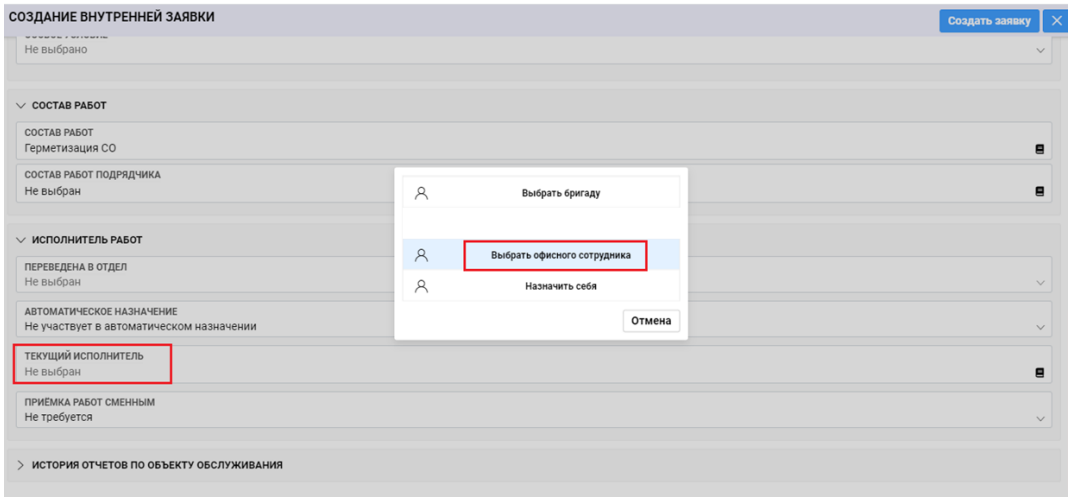
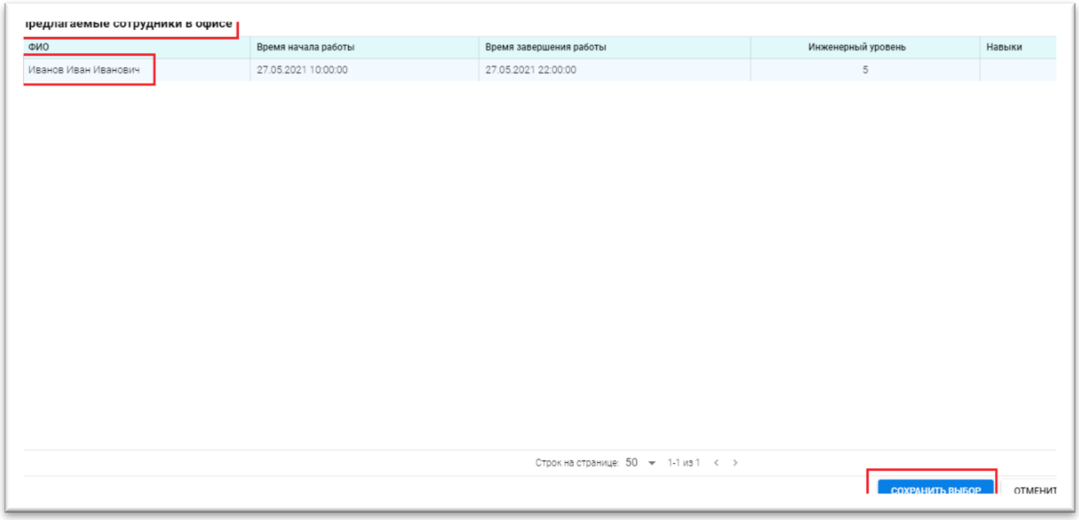

Рисунок 27 - Выбор типа исполнителя
Рисунок 28 - Выбор сотрудника
- Исполнителем можно назначить офисного сотрудника из предложенного списка. Офисный сотрудник назначается Исполнителем при выполнении удаленной работы с подключением к техническим устройствам вне офиса, а также при выполнении административно-офисных работ по Заявке. (Рис. 27, Рис. 28).